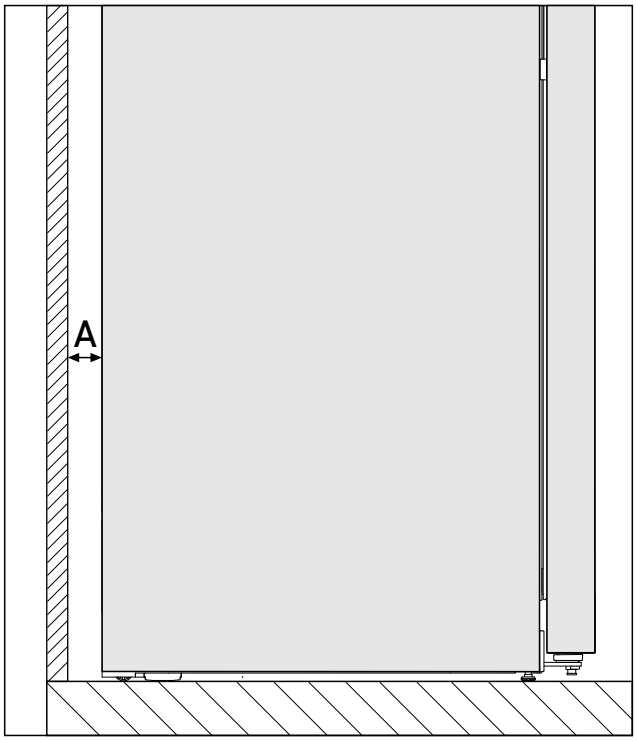

*Fig. 2 **
Enerģijas patēriņš bija noteikts ar atstatumu no sienas *Fig. 2 (A)* starp ierīces mugurpusi un sienu. Ja atstatums no sienas ir mazāks par *Fig. 2 (A)*, tas neietekmē ierīces darbspējīgumu, taču nelielā mērā palielina enerģijas patēriņu mazāka atstatuma no sienas gadījumā.*